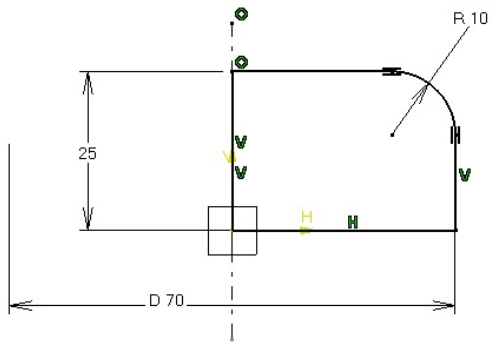

Figure 8-102 *The sketch to create the base feature of the model*
a. Create the base feature of the model by revolving the sketch drawn on the yz plane, refer to Figure 8-102.
1. Draw the sketch on the yz plane, as shown in Figure 8-102, and then exit the **Sketcher** workbench. Note that a vertical axis is also drawn at the origin.